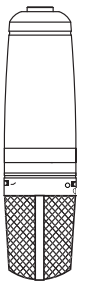

Figure-8
The Mid side technique makes use of two microphones, with one figure-8 and a second mic either cardidod or omni , or two figure-8 pick patterns. The first microphone (the mid), either figure-8, omni or cardioid microphone, is positioned facing directly at the sound source. The second microphone (the side), with a figure-8 pattern, is positioned on the same axis directly
- **Polar Pattern..... Cardioid, Figure-8 and Omni**